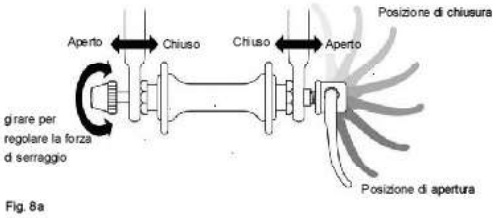
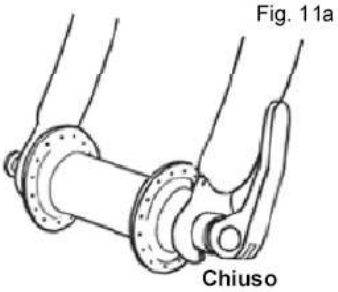
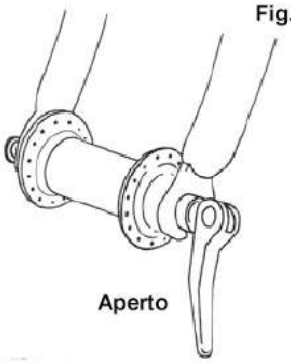

Fig. 8a
Fig. 11a
Fig. 11b
(2) Se la bicicletta presenta un sistema di bloccaggio rapido della ruota anteriore, spostare la leva dalla posizione di blocco o CHIUSO alla posizione APERTO (fig. 11a e 11b). Quindi proseguire al punto (4).
(1) Se la bicicletta presenta un sistema di bloccaggio rapido della ruota anteriore, spostare la leva allontanandola dalla ruota (fig. 11b). Questa è la posizione APERTO. Se la bicicletta presenta un sistema di bloccaggio della ruota anteriore del tipo perno e bullone o a bullone, passare al punto successivo.
(2) Con la forcella del manubrio in posizione frontale, inserire la ruota in mezzo ai bracci della forcella in maniera tale che l'asse sia collocata solidamente all'interno dei forcellini. La leva, se presente, deve trovarsi sul lato sinistro della bicicletta (fig. 8a). Se la bicidetta presenta un meccanismo secondario di bloccaggio di tipo clip-on, innestarlo.
(3) Se è presente un meccanismo tradizionale a leva, tenendo la leva nella posizione APERTO con la mano destra (fig 11b), stringere contro il forcellino il dado per regolare la tensione con la mano sinistra senza utilizzare attrezzi (fig. 8a). Se è presente un sistema con leva e stelo: il dado e lo stelo avranno effettuato lo scatto all'interno dei forcellini della forcella e non richiederanno ulteriori regolazioni.
(4) Mentre si preme con decisione la ruota verso la parte superiore delle fessure dei forcellini e, allo stesso tempo, a centrare il cerchio della ruota nella forcella:
(a) Con un sistema a sgancio rapido, muovere la leva verso l'alto e fissarla nella posizione CHIUSO (fig. 11a). La leva dovrebbe in questo momento trovarsi in posizione parallela ai bracci della forcella e curvata verso la ruota. Per applicare la forza necessaria al bloccaggio, bisogna avvolgere le dita attorno a un braccio della forcella come appoggio e la leva dovrebbe lasciare una chiara impronta sul palmo della mano.
(3) Su un cambio con deragliatore, tirare il corpo del deragliatore con la mano destra.
(4) Con un meccanismo a sgancio rapido, spostare la leva in posizione APERTO (fig. 11b). Con un sistema di bloccaggio del tipo perno e bullone o a bullone, allentare le viti utilizzando la chiave appropriata o tramite la leva integrata (fig. 12); quindi premere in avanti la ruota abbastanza da riuscire a rimuovere la catena dal pignone posteriore.
(5) Sollevare la ruota posteriore di qualche centimetro e staccarla dai forcellini posteriori.
(1) Con un sistema a sgancio rapido, spostare la leva nella posizione APERTO (fig. 11b). La leva deve trovarsi sul lato della ruota opposto al deragliatore e ai pignoni e alla ruota libera.
(2) Su una bicicletta con deragliatore, assicurarsi che il deragliatore posteriore si trovi ancora nella posizione più esterna; quindi tirare il corpo del deragliatore con la mano destra. Inserire la catena nel pignone ruota libera più piccolo.
(3) Su una bicicletta a singola velocità, rimuovere la catena dal pignone anteriore per avere il maggior gioco possibile della catena. Inserire la catena nel pignone posteriore.
(4) Quindi, inserire la ruota nei forcellini del telaio fino in fondo.
(5) Su una bicicletta a singola velocità o con cambio interno al mozzo, collocare nuovamente la catena sulla corona; posizionare la ruota nei forcellini assicurandosi che sia dritta rispetto al telaio e che la catena abbia un gioco di 1/4 di pollice.
(6) Con un sistema a sgancio rapido, muovere la leva verso l'alto e fissarla nella posizione CHIUSO (fig. 11a). La leva dovrebbe in questo momento trovarsi in posizione parallela al fodero posteriore verticale o al fodero posteriore orizzontale e curvata verso la ruota (fig 13). Per applicare la forza necessaria al bloccaggio, bisogna avvolgere le dita attorno a un braccio della forcella come appoggio e la leva dovrebbe lasciare una chiara impronta sul palmo della mano.